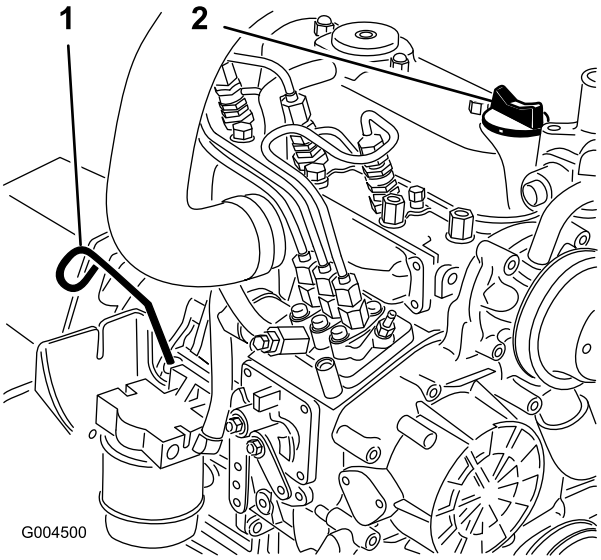

**Figur 40**
3. Fjern målepinden (Figur 40), tør den af, og sæt den tilbage igen. Fjern målepinden, og kontroller oliestanden.
4. Hvis olieniveauet er under FULL-mærket, skal du fjerne påfyldningsdækslet (Figur 40) og fylde olie på, indtil niveauet når FULL-mærket.